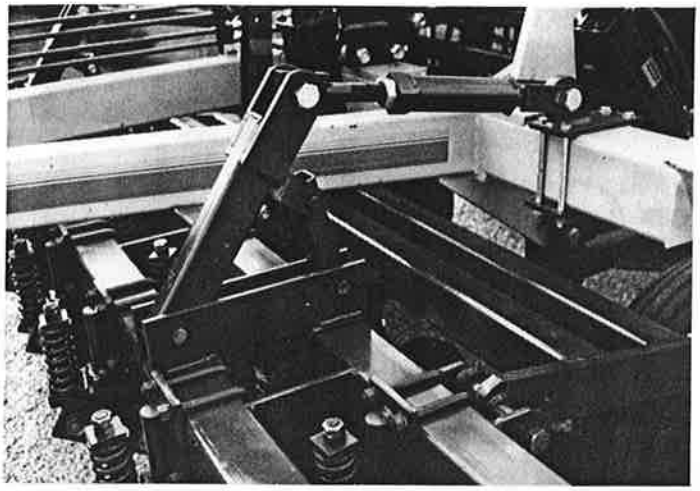

FIGURE 4-10
15. Install the parallel arm standards, with the vertical arm to the rear using four 1/2" x 5" bolts, lockwashers and hex nuts. Place them on the bar where they will best line up with the rear attach brackets on the main cross member. (See Fig. 4-10)